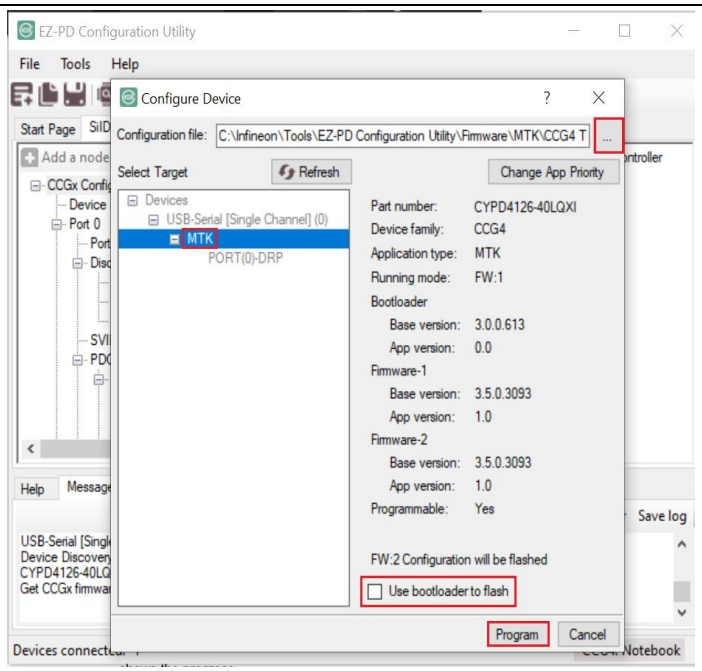
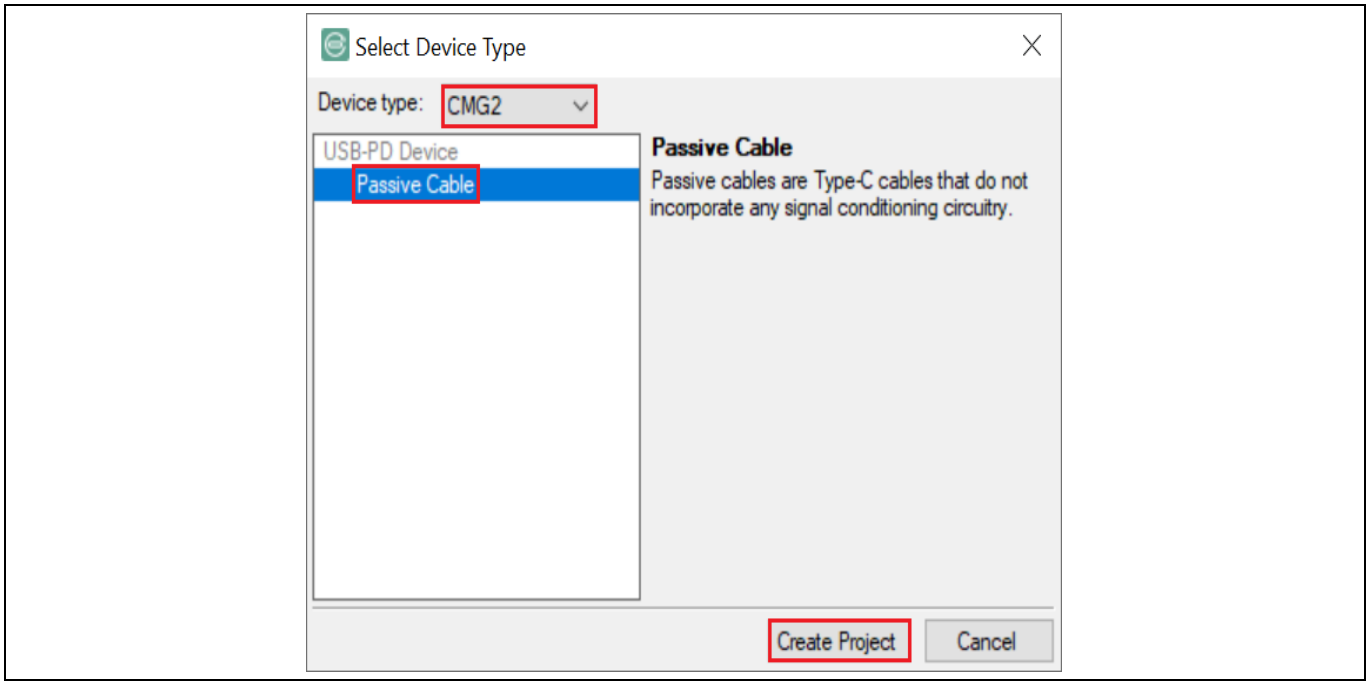
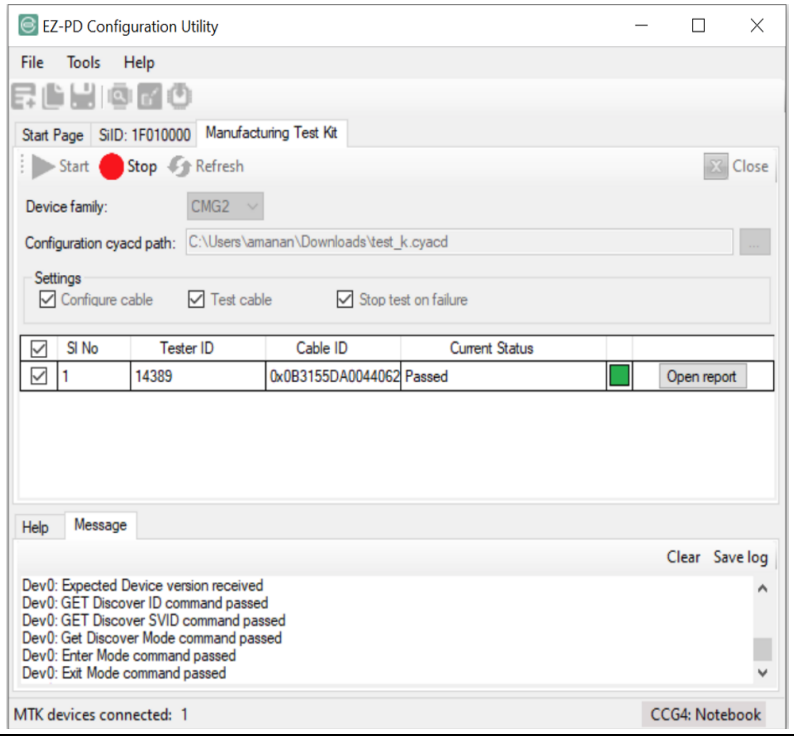
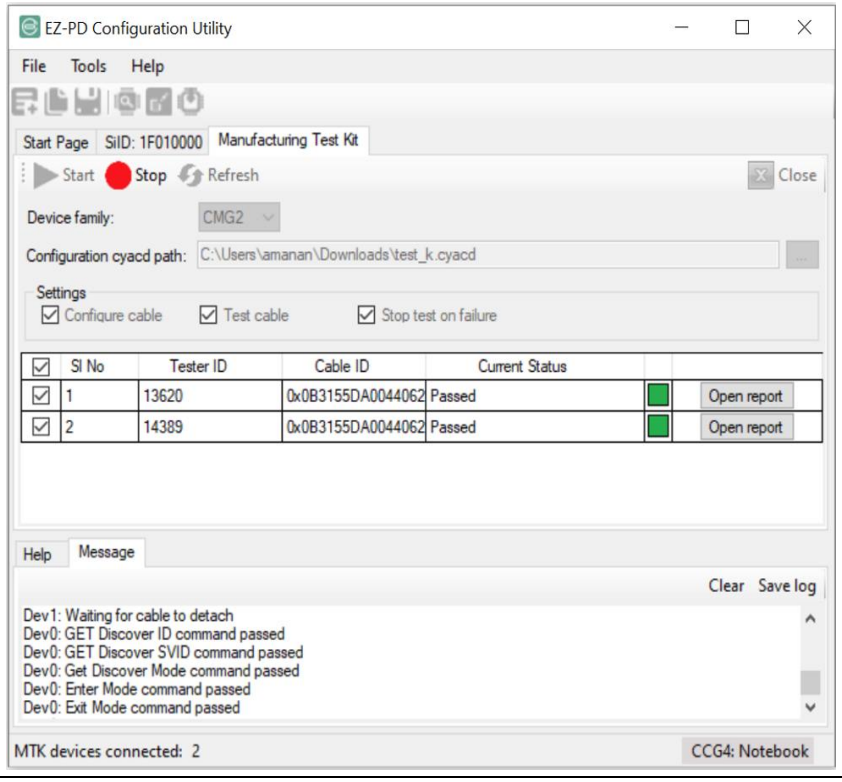

**Figure 19 Configuring the CCG4 device using EZ-PD™ Configuration Utility**
**Figure 22 Creating New Project in EZ-PD Configuration Utility**
**Figure 29 Completion of Configuration & Testing of a Single CMG2 based Passive EMCA cable**
**Figure 30 Completion of Configuration and Testing of Multiple CMG2 based Passive EMCA Cables**
7. Do the following in the **Configure Device** pop-up window (see Figure 19):
c) Click **Create Project** after ensuring that your selection is in the pop-up window look like the window shown in Figure 22.
Upon clicking Start, the EZ-PD™ Configuration Utility executes the steps selected in the **Settings** fields to configure and/or test the CMG2-based passive EMCA cable connected to the MTK setup. After the configuration and testing are completed, the EZ-PD™ Configuration Utility window will run the MTK test. If multiple CMG2-based passive EMCA cables have been connected, they will also be listed in the display window, and the EZ-PD™ Configuration Utility window running the MTK test will look like the window shown in Figure 29 and Figure 30.
| *A | 2023-05-08 | 1. Updated Figure 11 to Figure 19.2. Added Figure 22 to Figure 30.3. Updated EZ-PD™ Configuration Utility tool version number to 1.4.0 throughout the document.4. Added EZ-PD™ Configuration Utility user manual's section numbers for MTK details throughout the document.5. Updated Figure 2, 7, 9, 10.6. Updated section 1.4 details.7. Added "CCG4 MTK firmware" path in section 4.1.1. |